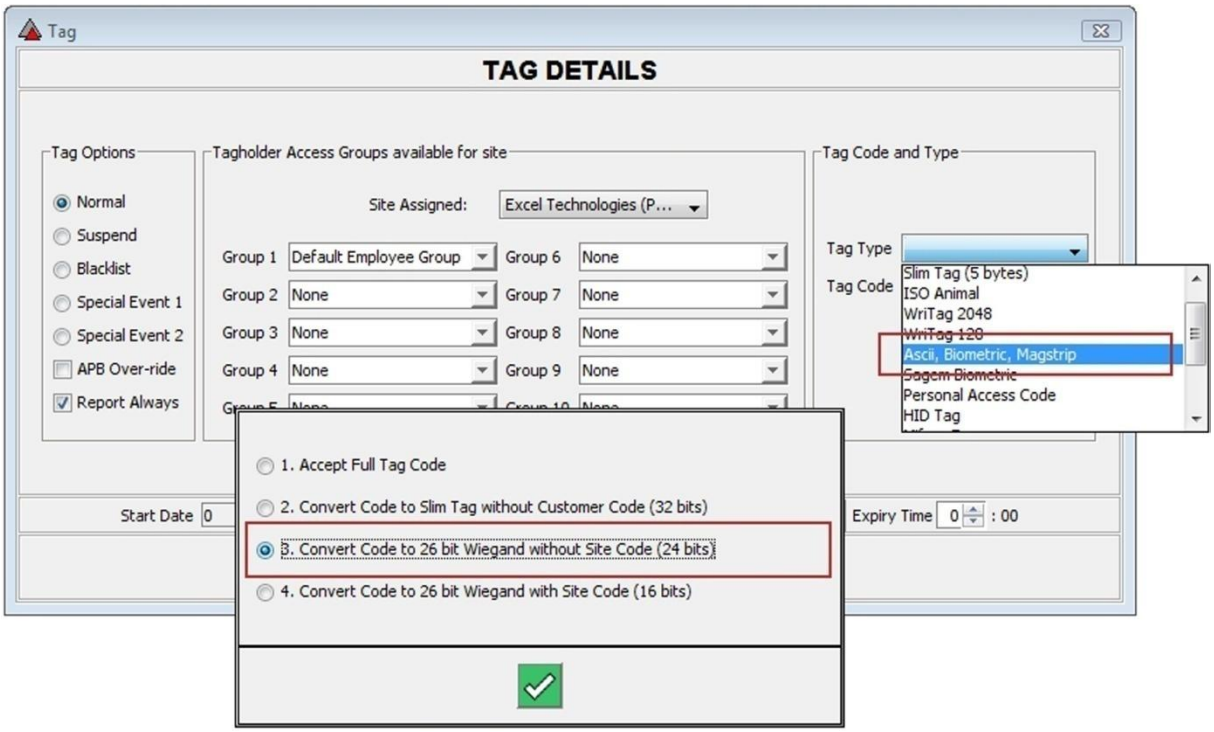

Figure 17 – ASCII, Biometric, Magstripe
8. When the dialog pops up, select option **3**, which is **Convert Code to 26 bit Wiegand without Site Code (24 bits)** (ringed in Figure 17).